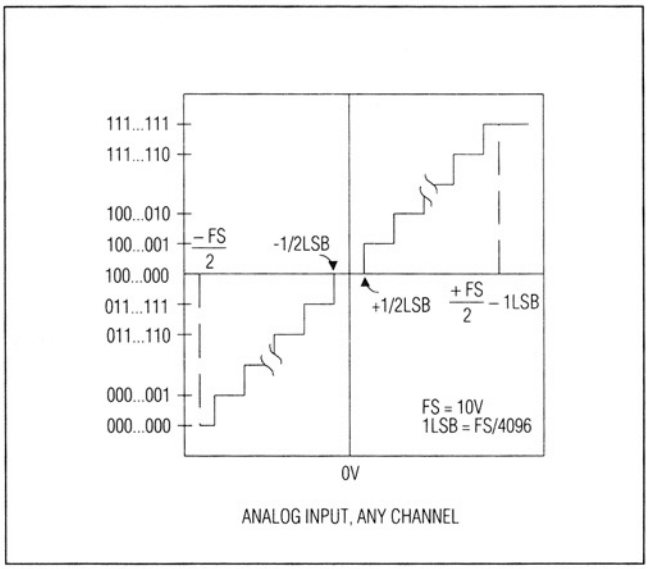
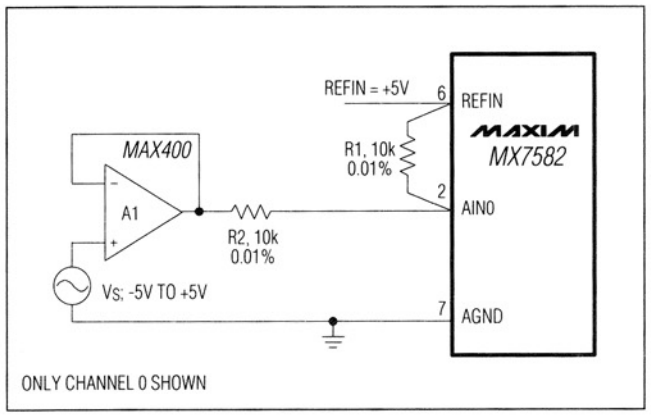

Figure 15. Ideal Input/Output Transfer Characteristic for Bipolar Circuit of Figure 14
Figure 14. Bipolar -5V to +5V Operation
Figure 14 shows how bipolar signals (-5V to +5V) on channel 0 are accommodated by referencing a resistor divider network to REFIN. The signal source must be capable of sinking 0.5mA with the resistor values shown. Refer to Figure 15 and Table 2 for the input/output transfer characteristic and transition points for the ±5V signal range, respectively. The output code is offset binary with an LSB size of: (FS)(1/4096) = (10/4096)V = 2.44mV.